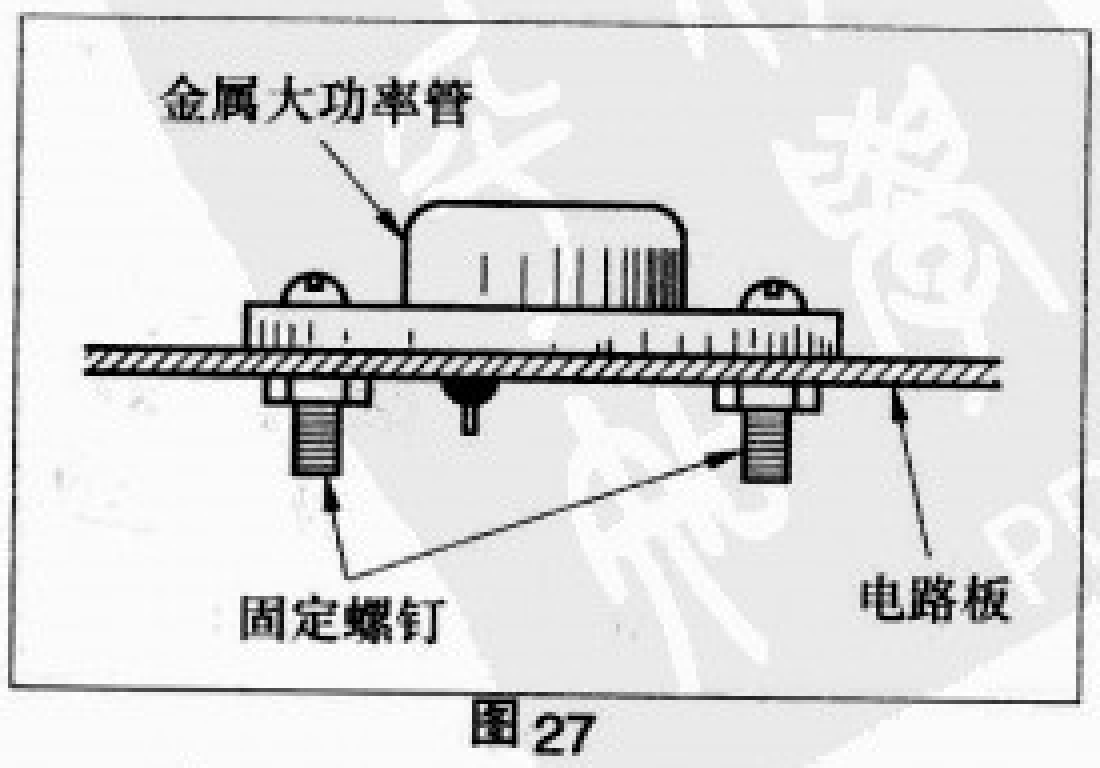
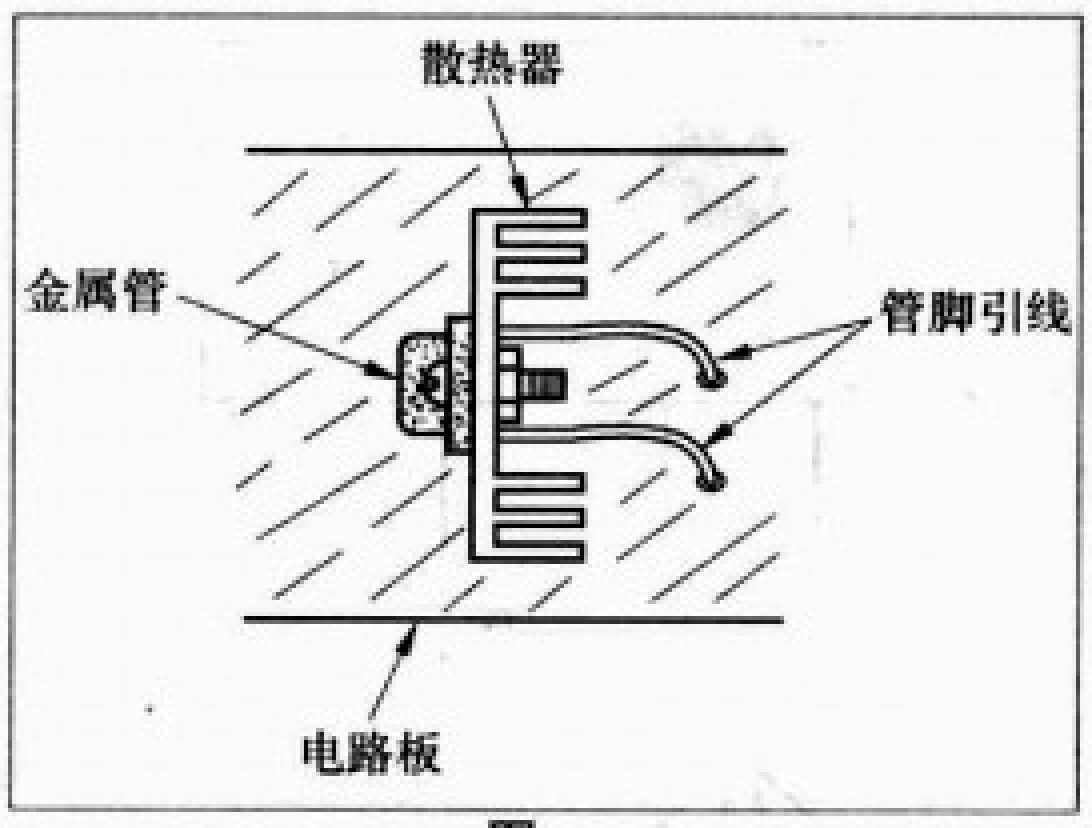

图27
图28
5.金属壳大功率半导体管因自身较重，安装时应用螺钉将其固定在电路板上，如图27所示，然后再将引脚焊入电路。如需安装散热器，可用螺钉将金属大功率管固定在散热器上，散热器固定在电路板上，管子引脚通过导线接入电路，如图28所示（俯视图）。